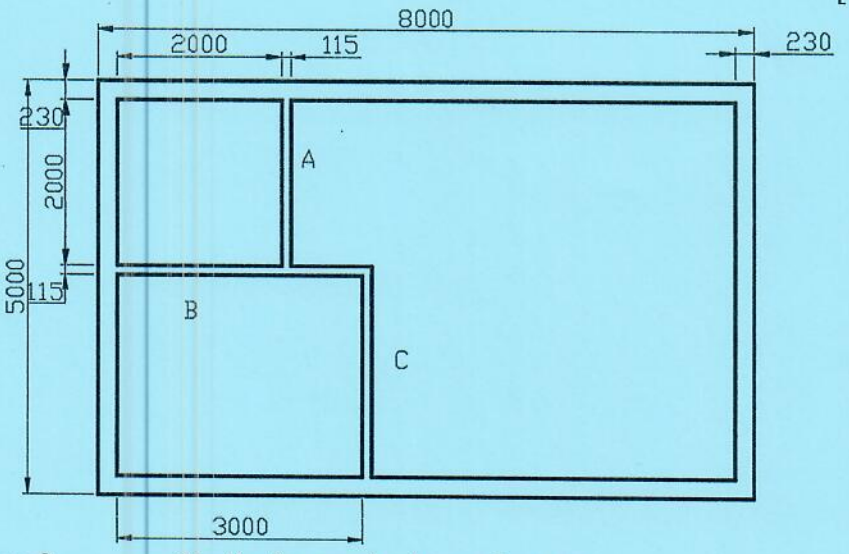

Figure 2 Shell of a one bedroom house
c) Figure 2 shows a plan of the walls of a house shell. Describe how you would create the inner wall A indicated in the figure using only modify commands [13 marks]